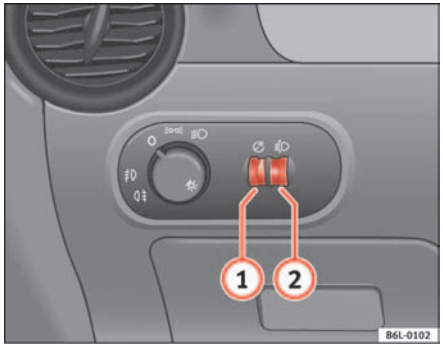

Fig. 56 Detail of the dash panel: Regulation for instrument and switch illumination and head-light range control
When the headlights are switched on, the brightness of the instruments and switch lighting can be regulated to suit your requirements by turning the thumb wheel ⇒ fig. 56 (1).